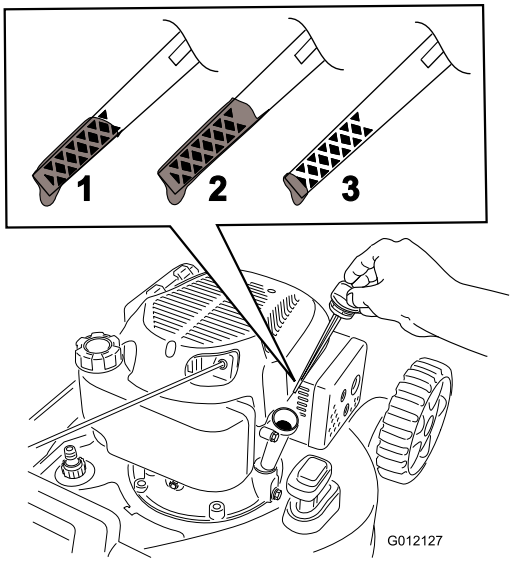

Bild 6
2. Entfernen Sie den Peilstab (Bild 6) und füllen Sie Öl in den Einfüllstutzen bis ca. 3/4 des Füllvolumens des Kurbelgehäuses ein.
5. Nehmen Sie den Peilstab heraus und lesen Sie den Ölstand ab (Bild 6).